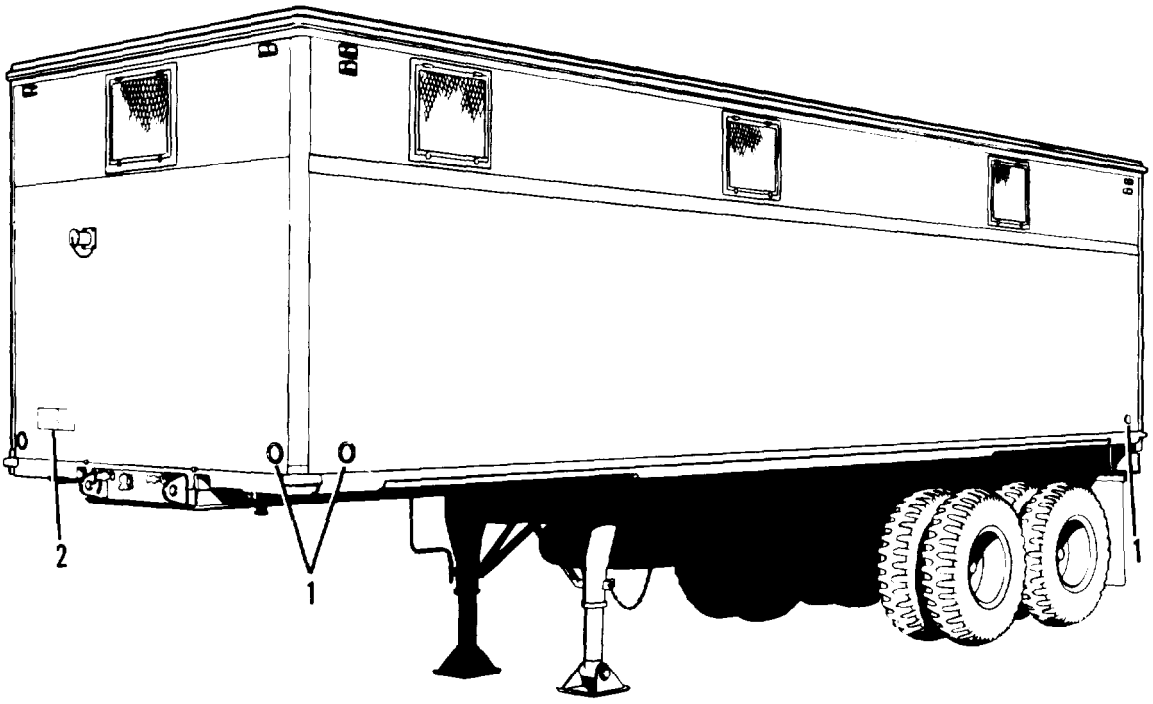

Figure 4-52. Vehicle data plate and reflectors
a. Removal. Remove screws securing reflector (1, figure 4-52). Remove reflector (1).
b. Installation. Position reflector (1). Secure with two screws.
a. Removal. Remove six rivets securing data plate (2, figure 4-52). Remove data plate (2).
b. Installation. Position data plate (2). Secure with six rivets.